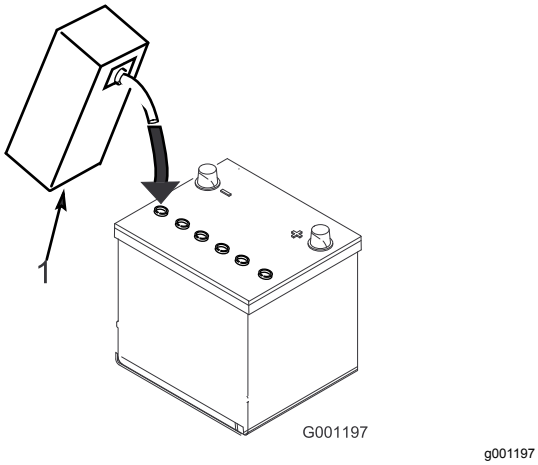

Figur 4
3. Fyll hver celle forsiktig med elektrolytt til platene er dekket med ca. 6 mm væske (Figur 4).
4. La elektrolytten trekke inn i platene i ca. 20–30 minutter. Etterfyll etter behov for å holde elektrolyttnivået på ca. 6 mm fra bunnen av påfyllingsbrønnen (Figur 4).